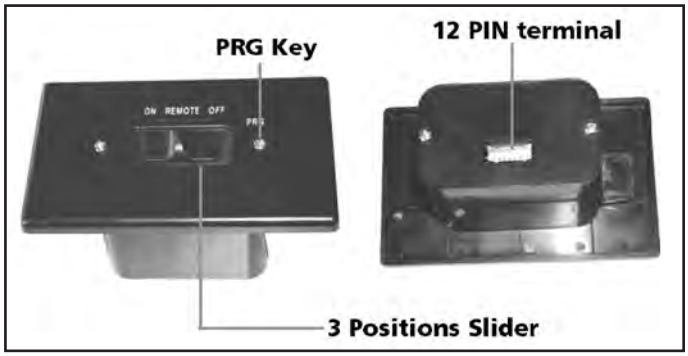

Figure 57: Proflame Receiver.
The Proflame Receiver (Figure 57) connects directly to the gas valve, stepper motor, DFC, and Fan Control Module with a wiring harness. The Receiver is powered by four (4) AA type batteries. The Receiver accepts commands via radio frequency from the Transmitter to operate the appliance in accordance with the particular Proflame system configuration. The Receiver three (3) position slider switch can be set to one of three positions: ON (Manual Override), Remote (Remote control), or Off.
Install the four (4) AA batteries into the receiver battery bay. Note the polarity of the battery and insert into the battery bay as indicated on the Battery cover (+/-). Place the 3-position slider switch in the "Remote" position (see Figure 57). Using the end of a paper clip, or other similar object, insert the end of the paper clip into the hole marked "PRG" on the Receiver front cover (see Figure 57).